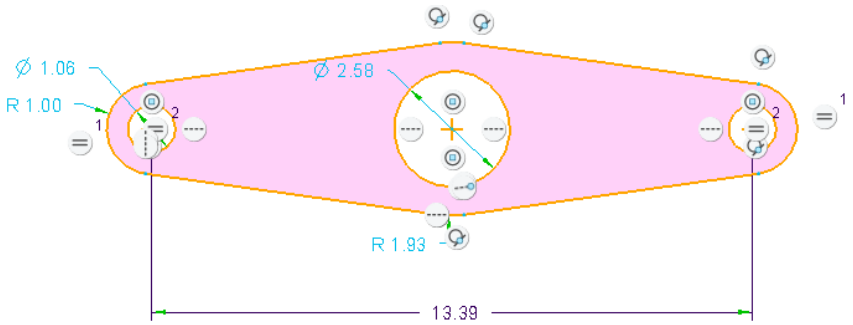

Figure 3-41 *Sketch with constraints*
2. Select the center of the right and left circles; the centers of the circles turn black in color. Now, using the middle mouse button, place the dimension below the sketch. The sketch after applying constraints is shown in Figure 3-41.